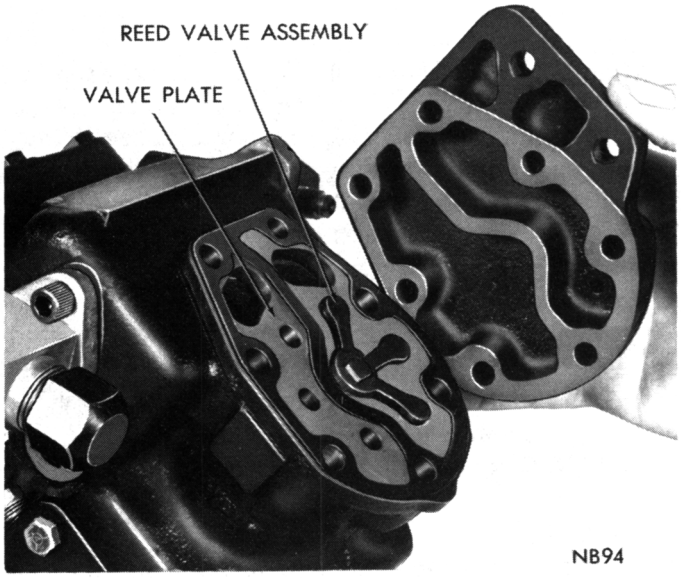

Fig. 59—Valve Plate—Installed Position
(1) The valve plate and the cylinder head must be assembled with the reed assembly (Fig. 59).